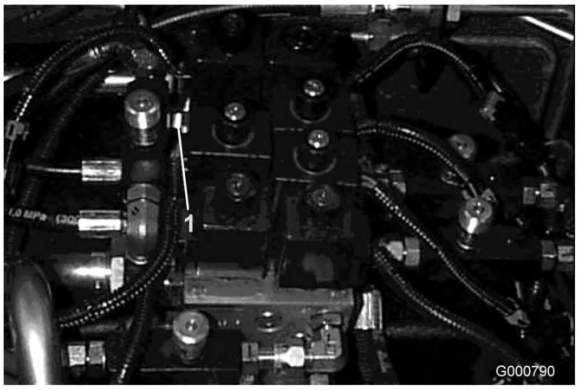
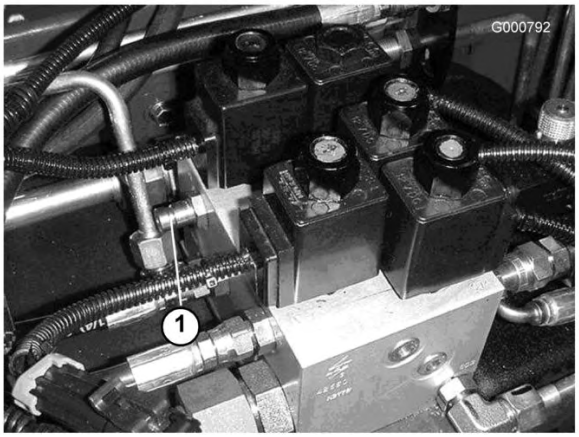

Figura 80
Figura 81
1. A porta de teste A (Figura 80 e Figura 81) é utilizada para ajudá-lo a detectar os problemas no circuito hidráulico dos cilindros de elevação.